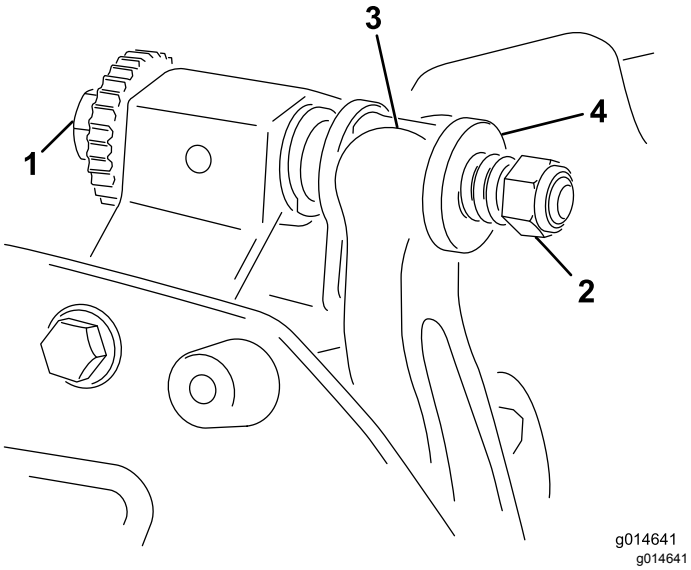

Figur 20
1. Skru justeringsskruen til motstangen mot klokken, til motstålet bakside, vekk fra spolen (Figur 20).
2. Skru ut fjærspenningsmutteren til skiven ikke lenger er strammet mot motstangen (Figur 20).
1. Når du skal montere motstangen, må du plassere monteringsfestene mellom skivene og motstangsjusteringsskruen (Figur 20).